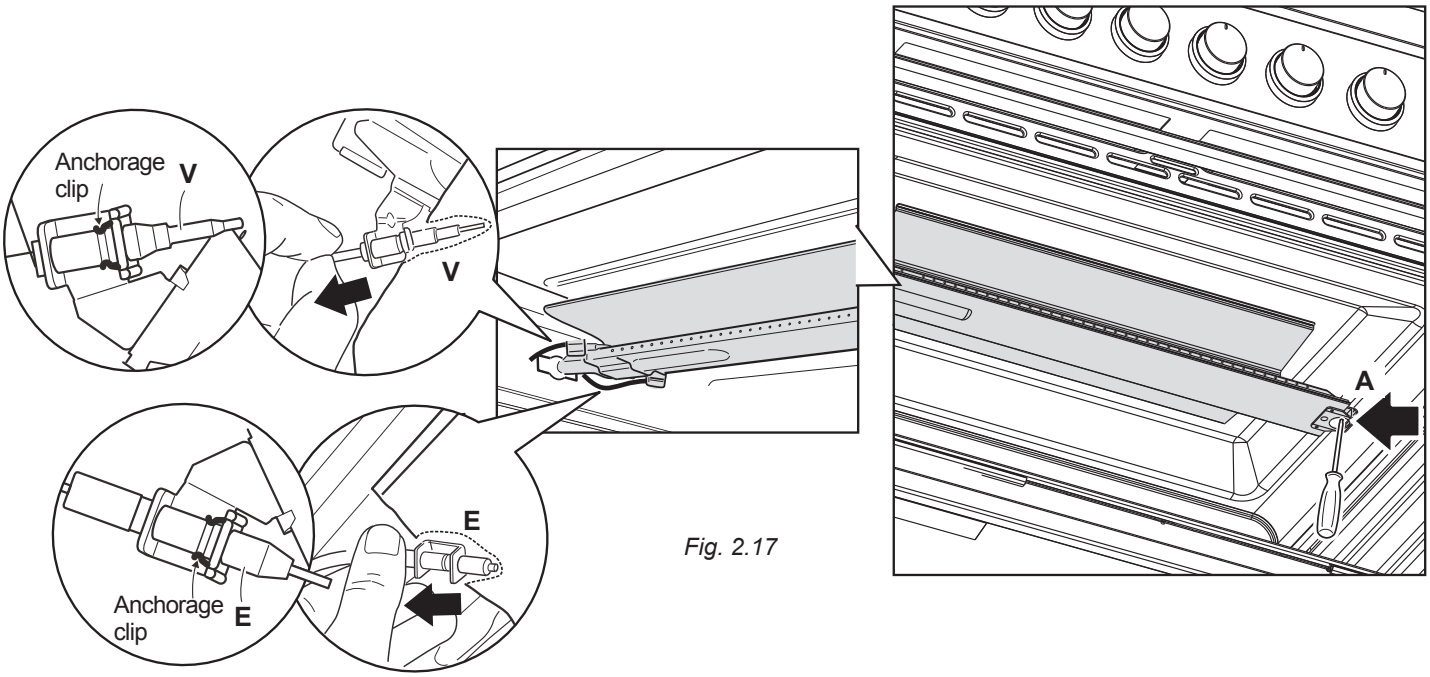

Fig. 2.17
- Gently unlock, from the burner, the safety valve probe "**V**" and the ignition electrode "**E**" (as indicated in fig. 2.17). Take care not to damage the probe and the ignition electrode.
- Unscrew and remove the burner securing screw "**A**" (fig. 2.17).
IMPORTANT: Pay special attention to replace correctly the safety valve probe "V" and the ignition electrode "E" as per figure 2.17. Check the correct operation of the safety valve and the ignition electrode.